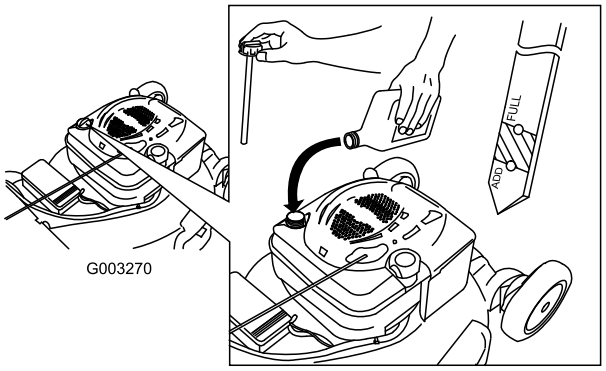

Figura 11
1. Togliete l'asta di misurazione del livello dell'olio, asciugatela ed inseritela a fondo nel foro (Figura 11).
2. Rimuovete l'asta e controllate il livello dell'olio (Figura 11). Se il livello dell'olio è inferiore alla tacca Add sull'asta, versate **lentamente** dell'olio nel foro del bocchettone fino a portarne il livello alla tacca Full sull'asta. **Non riempite troppo.** (Riempimento massimo: 0,59 litri, tipo: olio detergente SAE 30W con service classification API SF, SG, SH, SJ, SL o superiore.)